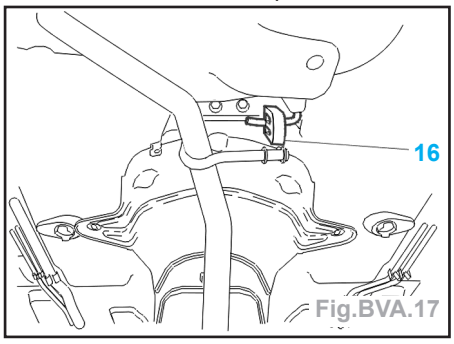

Fig.BVA.17
- Déposer (Fig.BVA.17) :
- le silentbloc d'échappement (16),